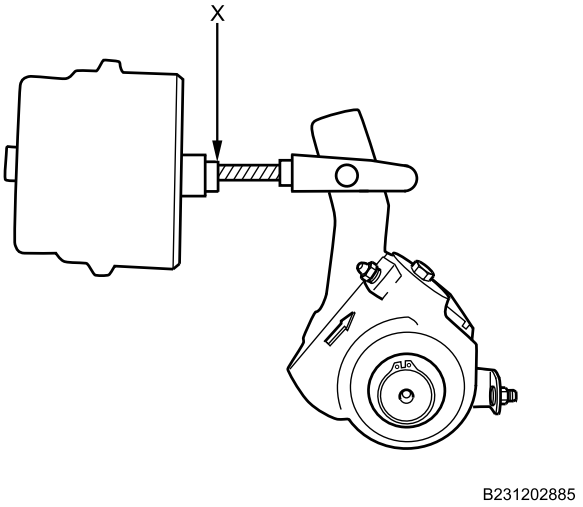

Figure 6. Pushrod.
6. With brakes released, mark pushrod where it exits air chamber. This point is X (Figure 6).